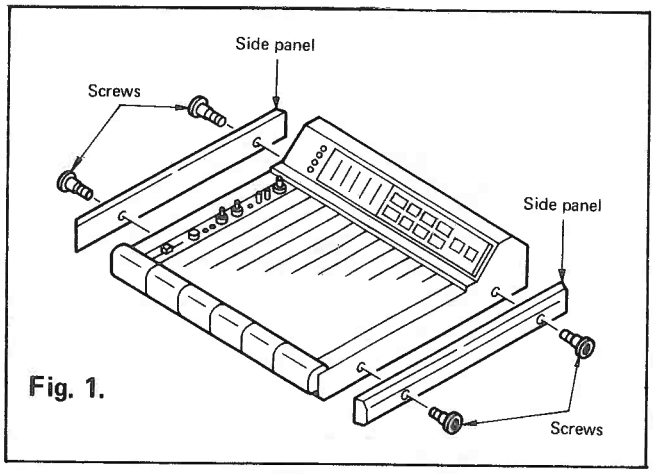

Fig. 1.
- Remove four screws holding the side panel, then remove the side panel. (Fig. 1)